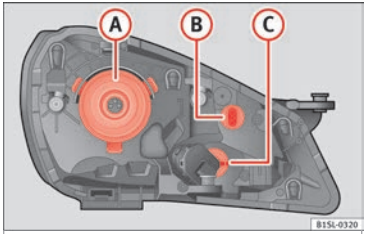

Fig. 84 In the engine compartment: Rear view of the front left headlight with rubber cover:
Dipped beam and main beam headlights Fig. 84 (A)
Side light and daytime lights Fig. 84 (B) / Front turn indicator Fig. 84 (C)